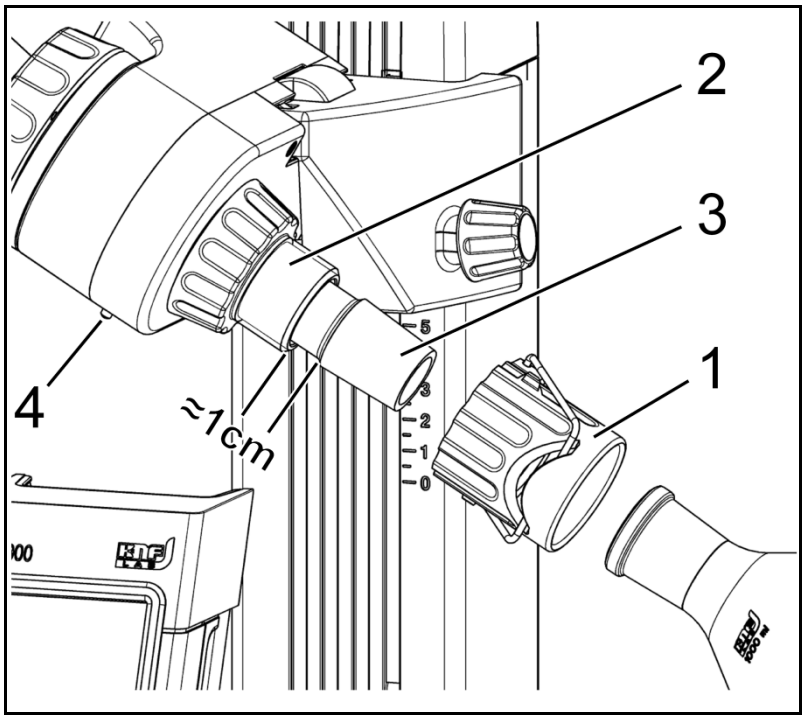

Fig. 20: Changing vapor tube
1. Screw off flask nut (Fig. 20/**1**).